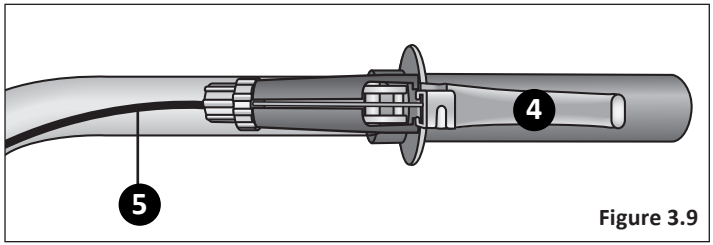

Figure 3.9
4. Release the brake lever. **Figure 3.9**